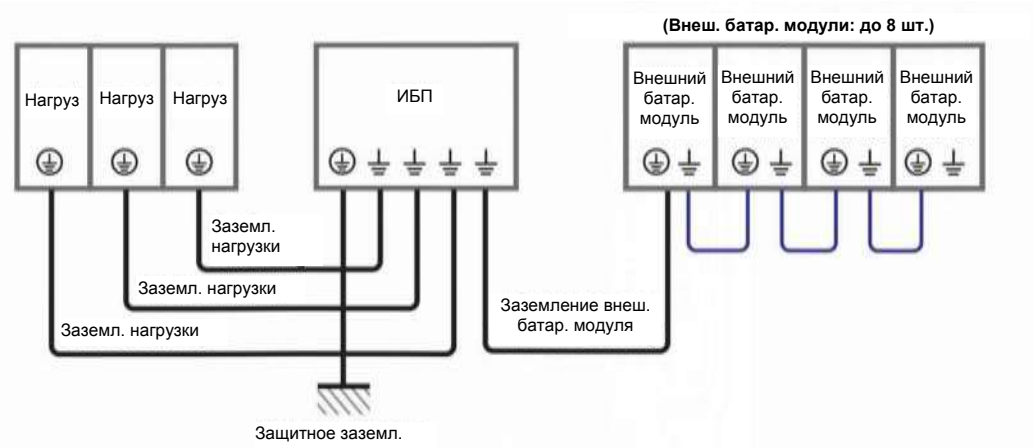

Рисунок 5-13: Схема заземления, один ИБП
10 См. ***Рисунок 5-13*** для заземления ИБП, внешнего батарейного модуля (модулей) и важных нагрузок.
4. См. ***Рисунок 5-13*** для заземления ИБП, внешнего батарейного модуля (модулей) и важных нагрузок.